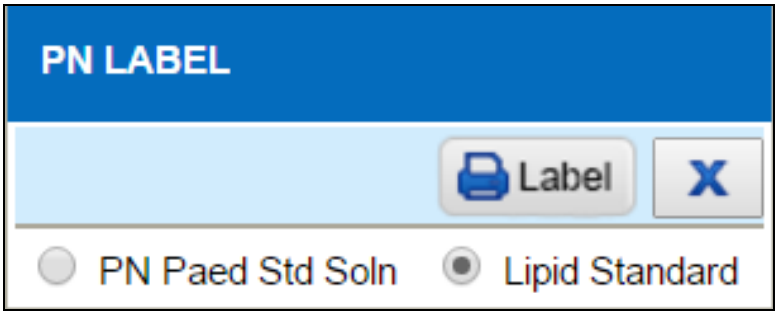

Figure 3.1-17 PN Drug Print Label
- *If a Formulary is set up as Drug Type = PN in Drug Master, different types of Labels can be printed out as shown in Figure 3.1-17.*